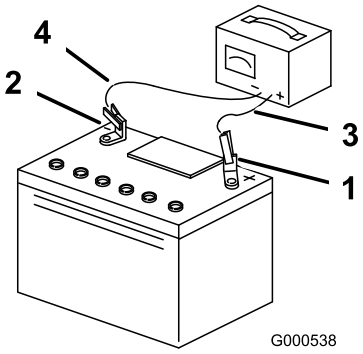

Figuur 50
3. Zodra de accu volledig is opgeladen, haalt u de acculader uit het stopcontact en maakt u vervolgens de oplaadkabels los van de accuklemmen (Figuur 50).